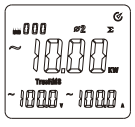

rys. 8-4
* Następnie (patrz rys. 8-4), naciśnij przycisk Σ ponownie, aby zapisać w sumatorze moc drugiej fazy.